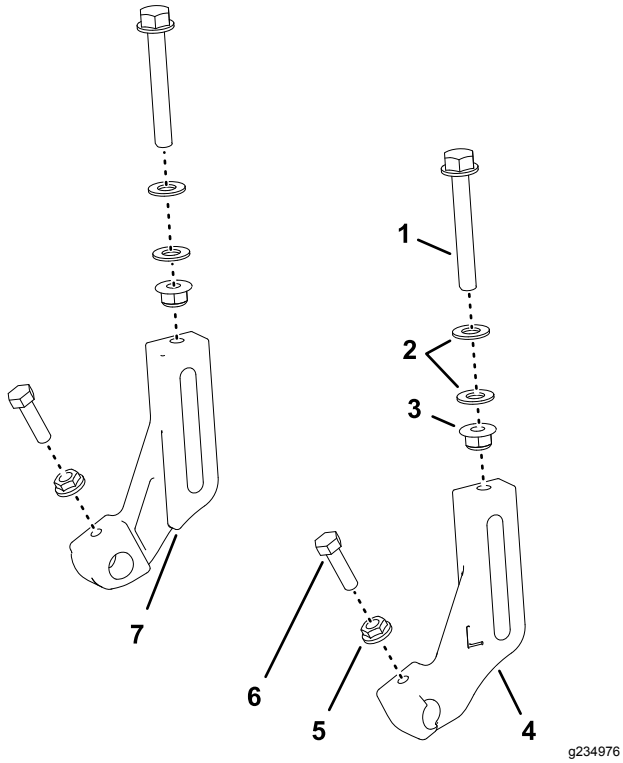

Figur 5
1. Saml de 2 klippehøjdeskruer (⅜" x 2¾"), 4 spændeskiver (5/16") og 2 flangelåsemøtrikker (⅜"). Se Figur 5.
2. Skru løst klippehøjdeskruen i venstre og højre beslag til høj klippehøjde (Figur 5).
3. Monter løst en bolt (5/16" x 1⅛") og en takket flangemøtrik (5/16") til hver valsestøtte på beslagene til høj klippehøjde (Figur 5).